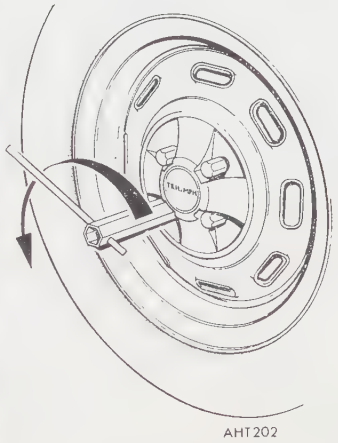

Fig. 2
3. Using the wheel nut spanner, slightly slacken the wheel nuts (Fig. 2).